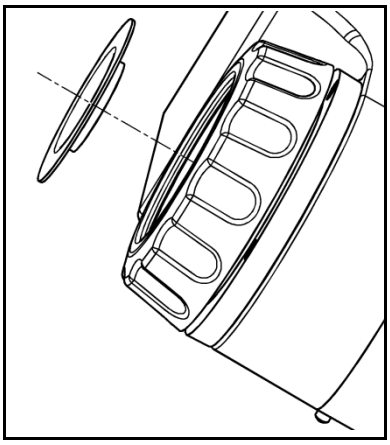

Fig. 21: Aligning the seal
3. Remove old seal (see Fig. 21).
ℹ The lip of the seal must be aligned inward (see Fig. 21).